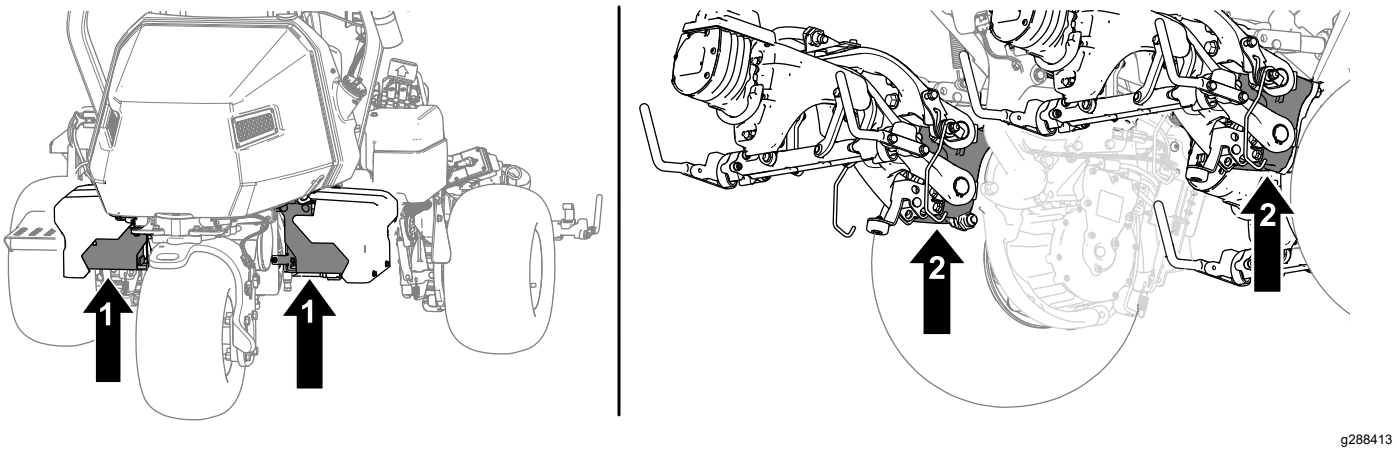

Figure 39
2. Après avoir levé la machine, placez des chandelles aux emplacement suivants pour soutenir la machine (Figure 39) :